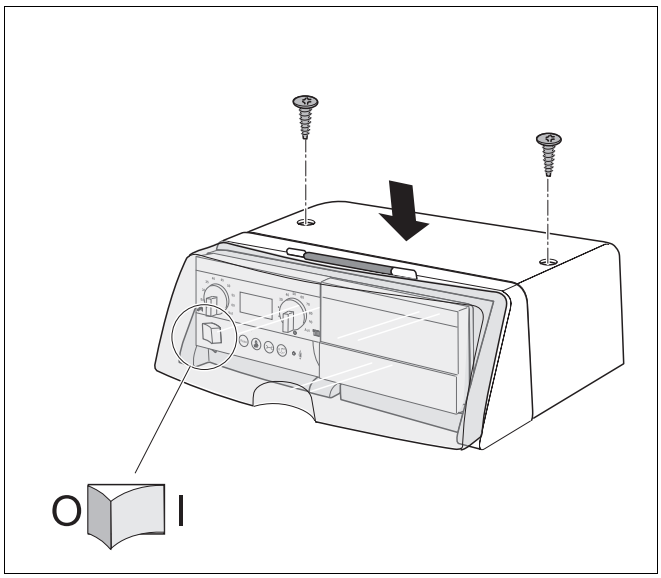

Afb. 10 Afdekkap monteren
- Schuif de afdekkap aan het regeltoestel (afb. 10) in de geleidingsrails naar achter.